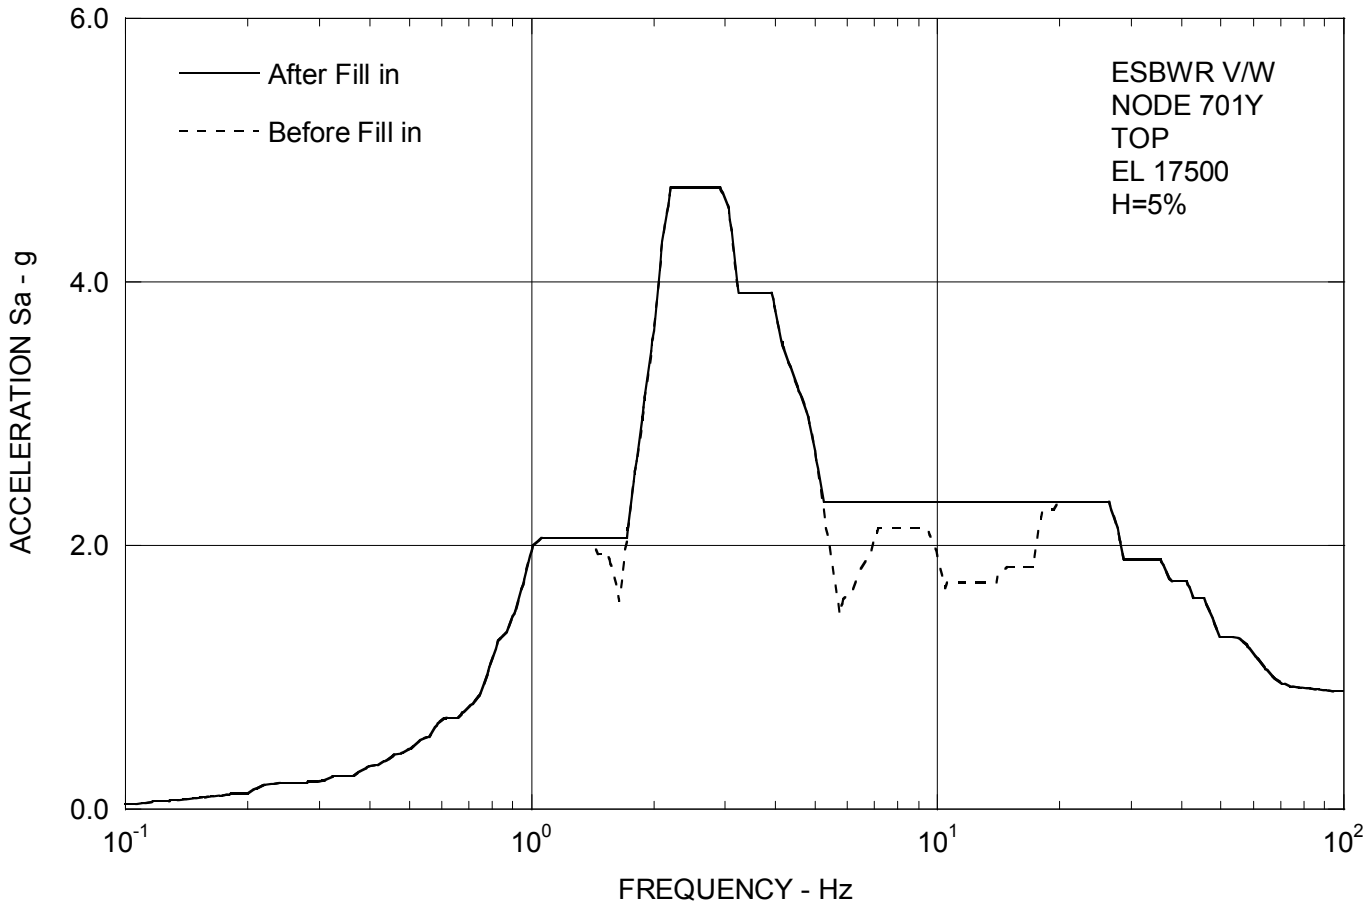

Figure 2
- GEH complied with the NRC request and filled the spectral valleys between the peaks as shown in Figure 2.